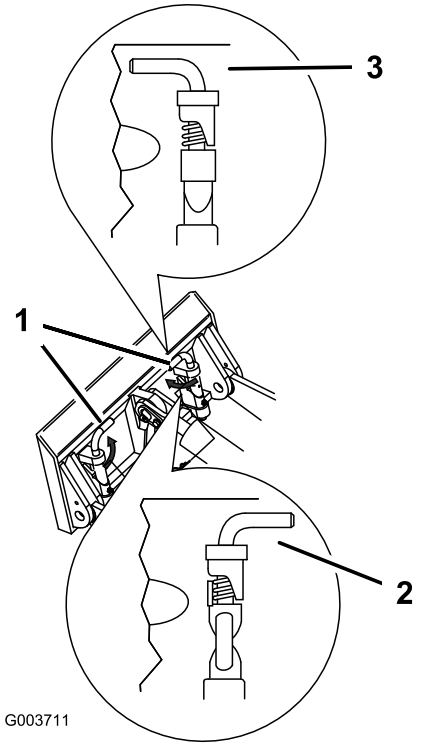

Rysunek 33
7. Załóż sworznie szybkomocujące upewniając się, że zostały całkowicie osadzone w płycie montażowej (Rysunek 33).